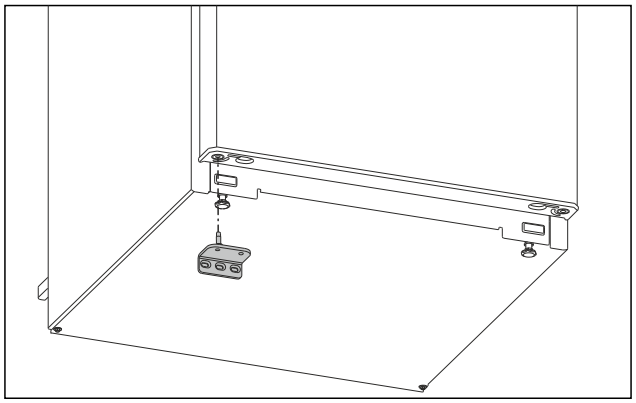

Fig. 16
▶ Sätt in undre lagerbocken på motsatta sidan. (se Fig. 16)